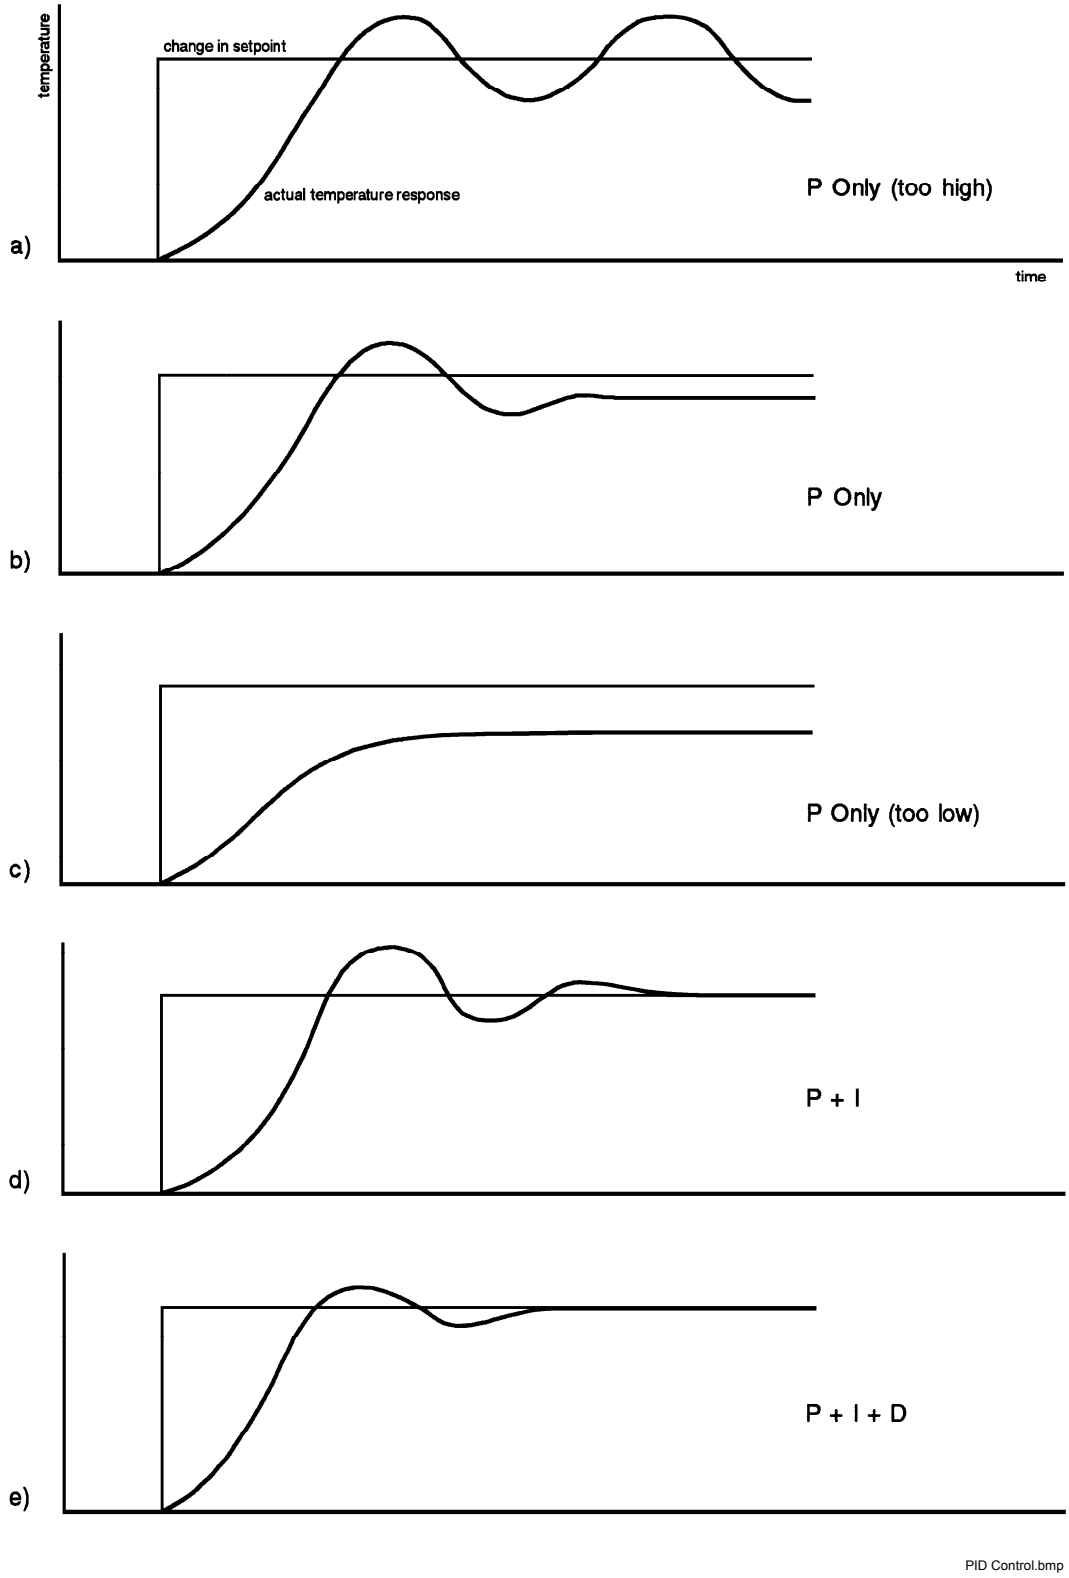

Figure 2-4. Examples of PID Control
The PID control equation has three variable terms: proportional (P), integral (I), and derivative (D). See Figure 2-4. Changing these variables for best control of a system is called tuning. The PID equation in the Model 370 is:
Gradually increase the proportional setting by doubling it each time. At each new setting, allow time for the temperature of the load to stabilize. As the proportional setting is increased, there should be a setting in which the load temperature begins a sustained and predictable oscillation rising and falling in a consistent period of time. See Figure 2-4(a). The goal is to find the proportional value in which the oscillation begins, do not turn the setting so high that temperature and heater output changes become violent. In many systems it is difficult to differentiate oscillation and noise. Operating the control sensor at higher than normal excitation power can help.
Record the proportional setting and the amount of time it takes for the load change from one temperature peak to the next. The time is called the oscillation period of the load. It helps describe the dominant time constant of the load, which is used in setting integral. If all has gone well, the appropriate proportional setting is *one half* of the value required for sustained oscillation. See Figure 2-4(b).
When the proportional setting is chosen and the integral is set to zero (off), the Model 370 controls the load temperature below the setpoint. Setting the integral allows the Model 370 control algorithm to gradually eliminate the difference in temperature by integrating the error over time. See Figure 2-4(d). An integral setting that is too high causes the load to take too long to reach the setpoint. An integral setting that is too low can create instability and cause the load temperature to oscillate.
If an experiment requires frequent changes in setpoint or data taking between changes in the setpoint, derivative should be considered. See Figure 2-4(e). A derivative setting of zero, off, is recommended when the control system is seldom changed and data is taken when the load is at steady state.